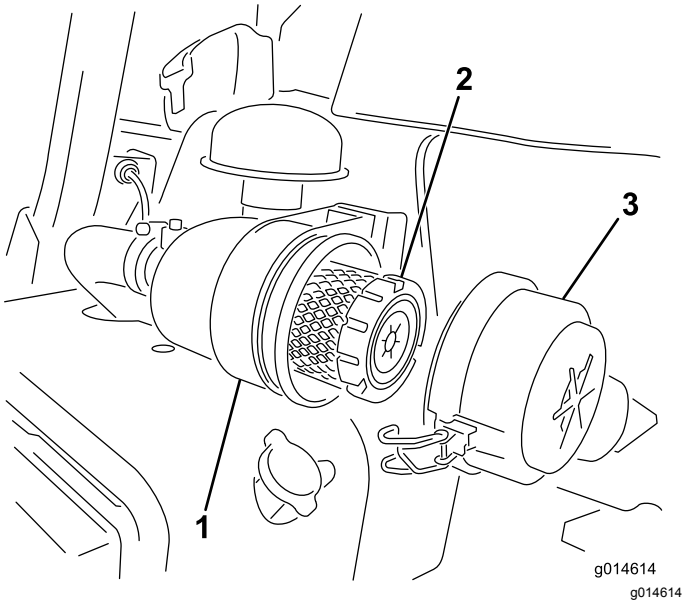

Figur 27
1. Utløs låsene som fester luftrenserdekslet til luftrenserhuset (Figur 27).
7. Fest låsene (Figur 27).